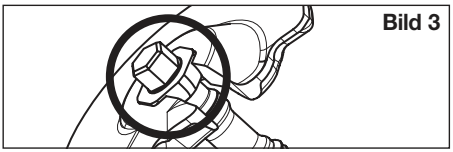

Bild 4
– das Gerät leichtgängig ist (Spindel ① vor jedem Gebrauch fetten);
– die Madenschraube ①a am Ende der Spindel eingesetzt ist (Endanschlag);
– das Lager der Antriebsmutter ② leichtgängig ist.
– die Spannplatten ④ und ⑤ keine Beschädigungen aufweisen.
4. Die Feder (**Bild 4** Seite 8) muß ausserhalb der Innenrippe der Spannplatte liegen. Es ist darauf zu achten, daß ein Herausgleiten der Feder aus den Spannplatten nicht möglich ist.
- Das System vorspannen und den Sitz der Feder rundum an der Innenführung kontrollieren **Bild 4.**